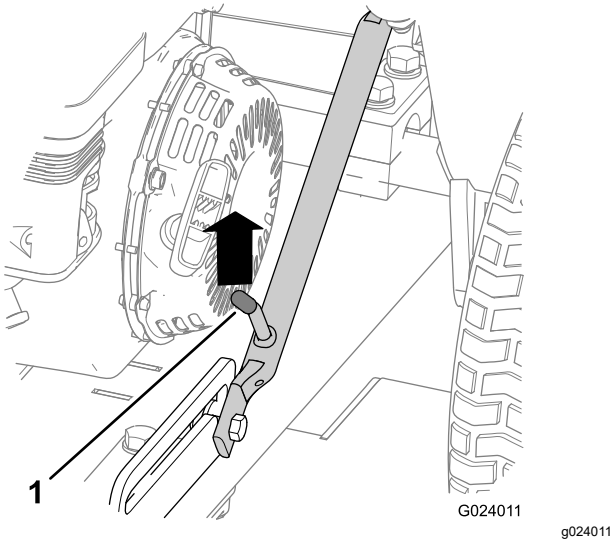
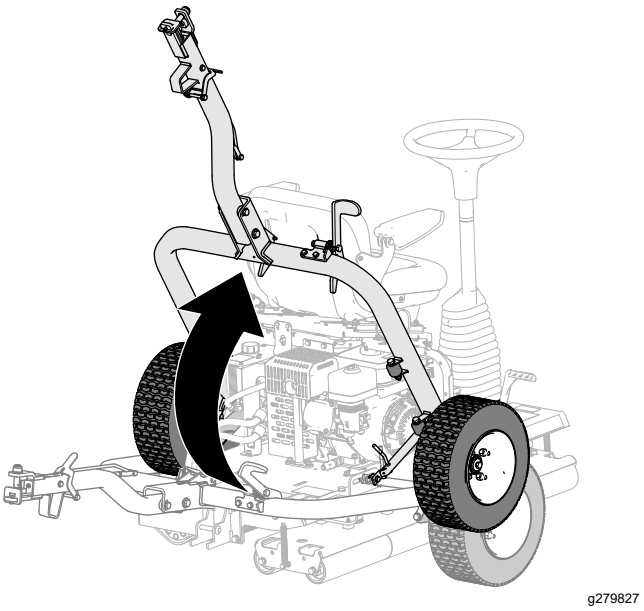

**Figur 18**
**Figur 23**
1. Tryck dragkroksenheten uppåt tills låsspaken har låsts upp från reglagets spärrläge (Figur 18).
5. Lyft upp dragkroken (Figur 23) tills låsspaken låses fast i reglagets spärrläge (Figur 18).